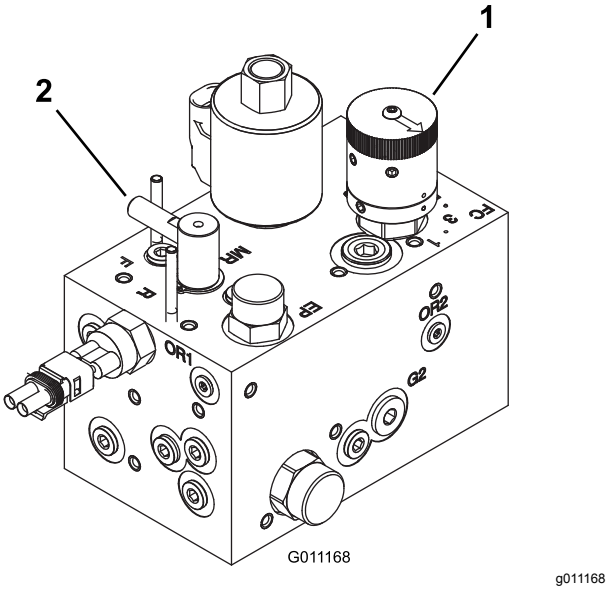

Figuur 46
2. Draai de regelknop voor het toerental van de messenkooien (Figuur 46) op het getal dat u hebt bepaald in stap 1.